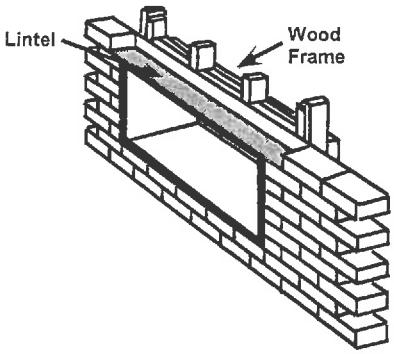

Figure 5 - Framing with Lintel
- If installed in a concrete or masonry wall, a lintel must be provided in the wall opening for support. **Do not use the wall sleeve as a lintel.** See Figure 5 for a typical lintel construction.
- When installed in the opening, the wall sleeve must be horizontally level from side to side and pitched (one quarter bubble in the sight glass) to the outside. DO NOT SLOPE THE WALL SLEEVE TOWARD THE ROOM. (Figure 5)